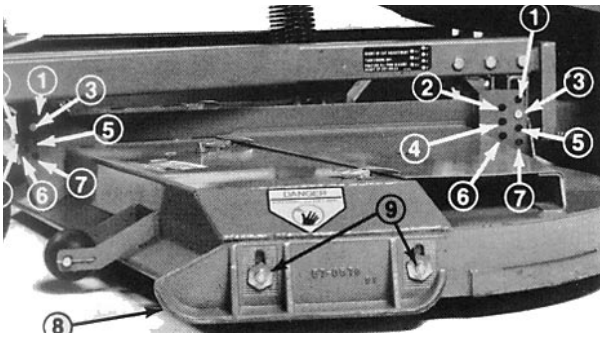

Afbeelding 1
2. Stel de ski goed af door de flensmoeren los te draaien, de ski in de gewenste stand te zetten en de flensmoeren weer vast te draaien (Afb. 1).